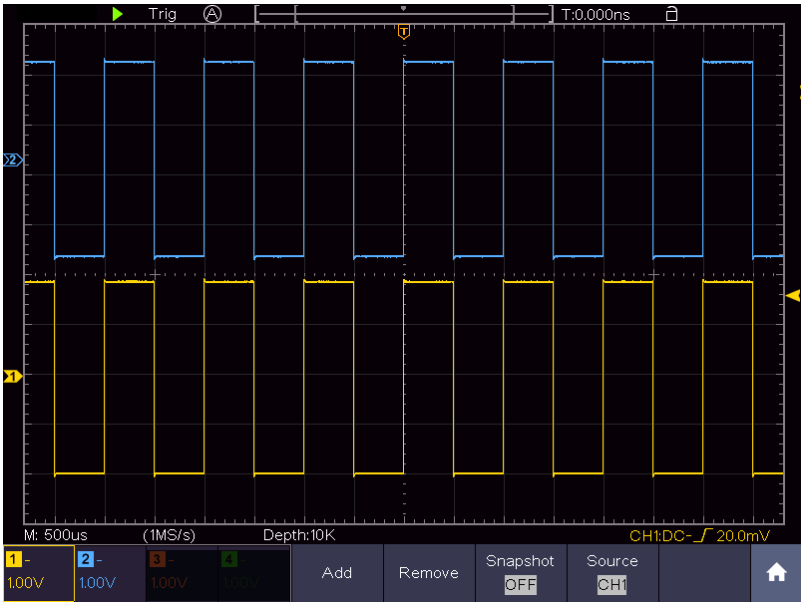

Figure 9-2 Waveform of Gain Measurement
(1) Push the **Autoset** button and the oscilloscope will automatically adjust the waveforms of the two channels into the proper display state.
(2) Push the **Measure** button to show the Measure menu.
(3) Select **Add** in the bottom menu.
(4) In the left Type menu, turn the **M** knob to select **PK-PK**.
(5) In the right menu, select **CH1** in the **Source** menu item.
(6) In the right menu, select **Add**. The peak-to-peak type of CH1 is added.
(7) In the left Type menu, turn the **M** knob to select **PK-PK**.
(8) In the right menu, select **CH2** in the **Source** menu item.
(9) In the right menu, select **Add**. The peak-to-peak type of CH2 is added.
(10) Read the peak-to-peak voltages of Channel 1 and Channel 2 from the bottom left of the screen (see *Figure 9-2*).
(11) Calculate the amplifier gain with the following formulas.